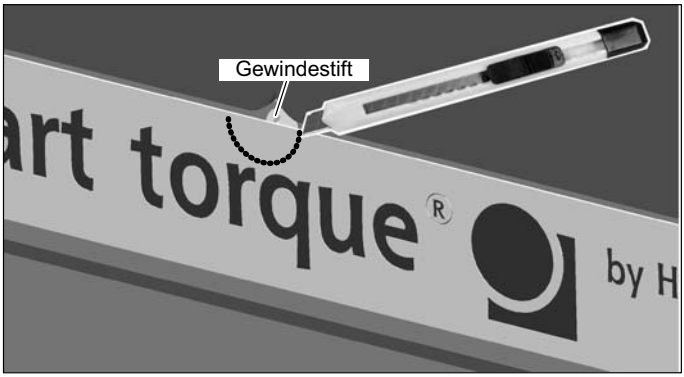

Abb. 8.5 Folie ausschneiden
2. *Nur bei Messbereichen 500 N ·m bis 3 kN ·m und nachträglich bestelltem Berührschutz:* Die Gewindebohrungen für die Arretierschrauben sind teilweise durch die aufgeklebte Folie verdeckt. Schneiden Sie an dieser Stelle einen Halbkreis mit einem Mindestradius von 6 mm aus der Folie heraus (z. B. mit einem Cutter, siehe Abb. 8.5).